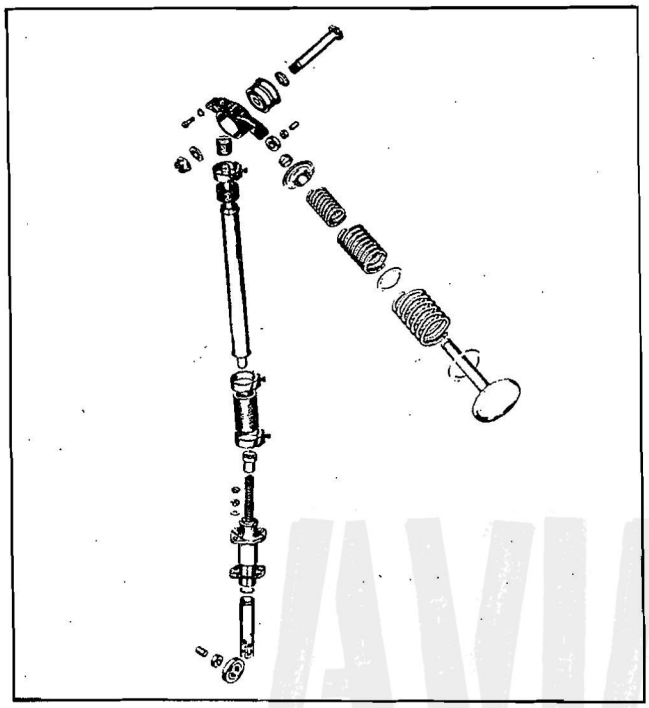

Figure 7—Valve Mechanism
a. The intake valves are of the tulip type and the exhaust valves are of the mushroom type. Refer to Figure 7. Both types of valves are machined from forgings of heat resisting steel. The valve face angles are 44° 00′ to 44° 15′ for both intake and exhaust.